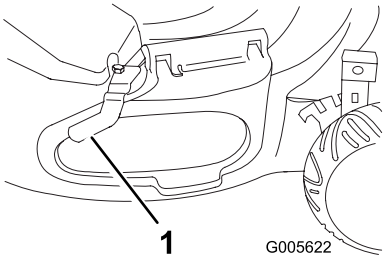

Figura 26
1. Retire o parafuso e o dispositivo de fixação lateral e depois volte a colocar o parafuso no orifício e guarde o dispositivo para utilizar mais tarde (Figura 26).